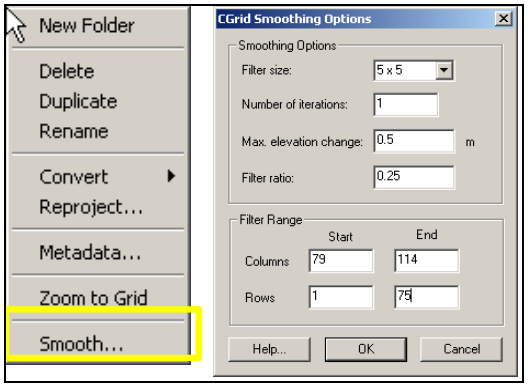

Figure 12. Drop menu of *Cgrid*; *Cgrid Smoothing Options*.
3. Rt-click the *Cgrid* under *Cartesian Grid Data* and click on *Smooth* (Figure 12) and the *Cgrid Smoothing Options* will pop up,
4. Set the Filter Size to 5x5, and leave the iterations, Max. elevation changes, and filter ratio to the default, and change the column's and row's *Start* ID and *End* IDs to what the bounding cells were (Figure 12), *OK*,